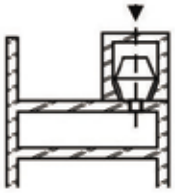
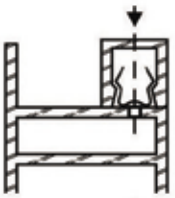
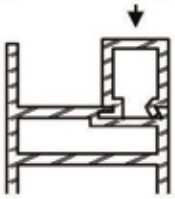

Fig.2
Fig.3
Fig.4
- sia nella battuta con incollatura o avvitatura (Fig. 1) o con elementi a scatto (Fig. 2), molle (Fig. 3) o incassati (Fig. 4);